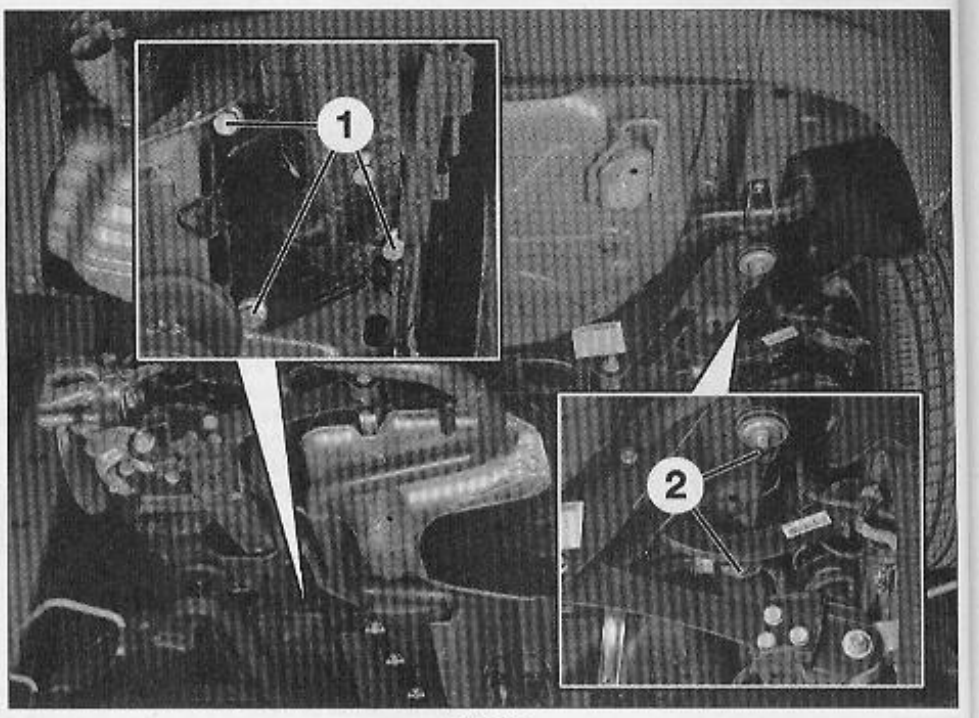

FIG. 18
• **De chaque côté,** desserrer **(Fig.18)** :
- les vis de fixation (1) des bras longitudinaux sur la caisse.
- les vis de fixation (2) de l'essieu arrière sur la caisse.
• Déposer les vis (1) et (2) **(Fig.18)**.